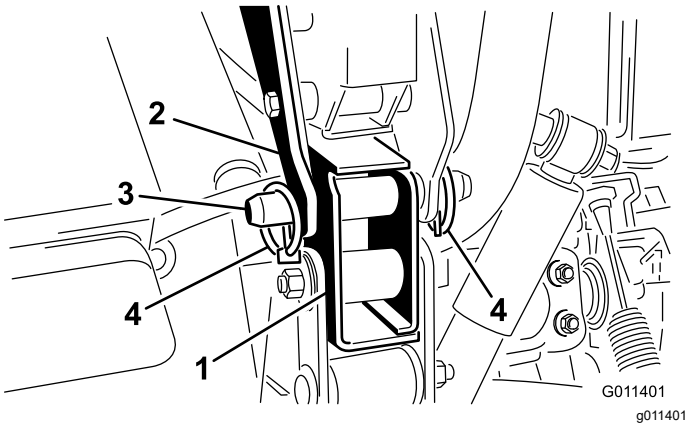

Figur 9
7. Fest hver bakre monteringsbrakett til Workman-kjøretøyets ramme med en splittpinne og to ringstifter (Figur 9).